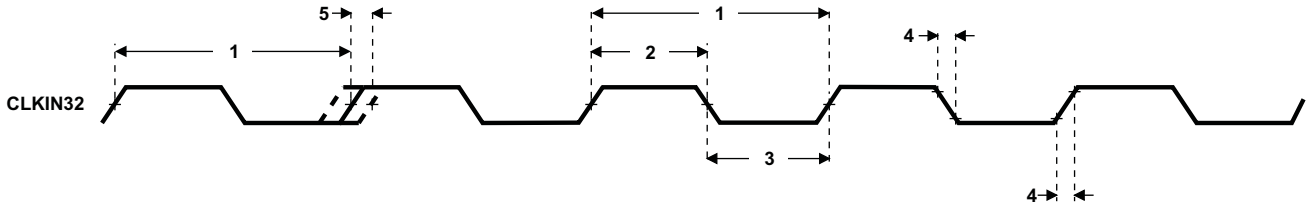

Figure 8-15. CLKIN32 Timing
Table 8-18. Timing Requirements for CLKIN32 (1)(2) (see Figure 8-15)